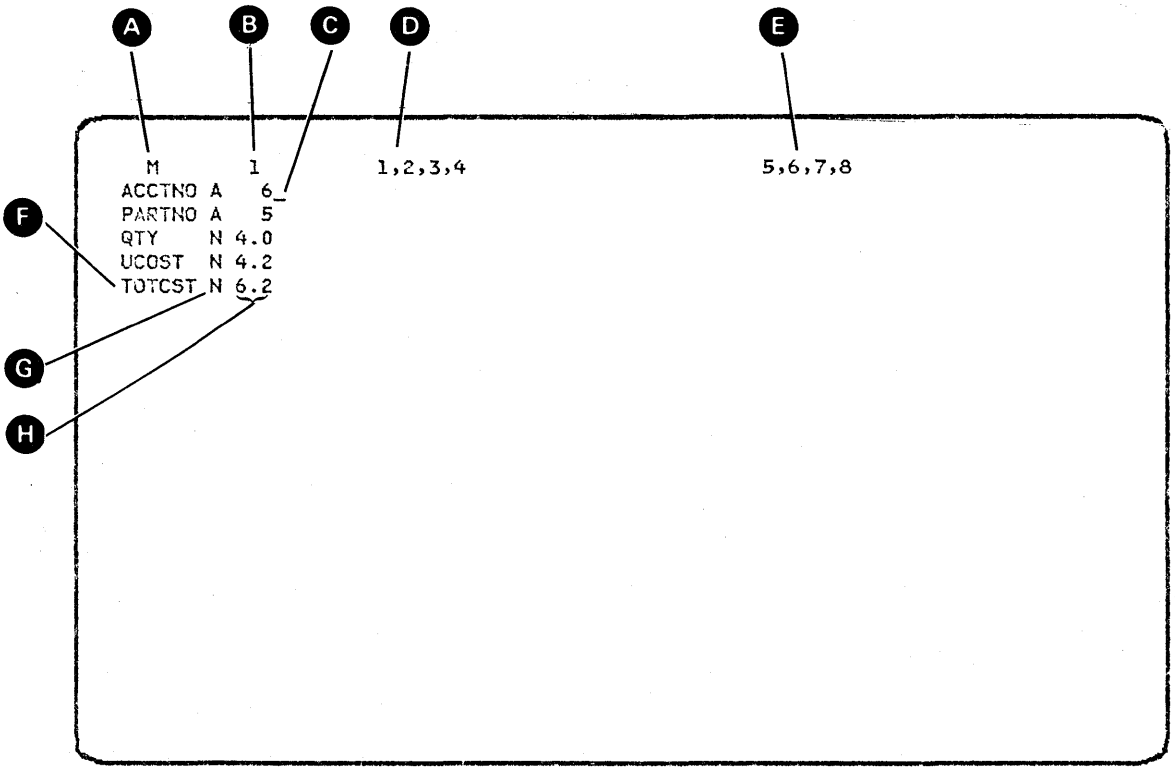

Figure 10-5. Sample Initial Display for a CONSOLE File
For a CONSOLE file, command function keys 1 through 9 and 0 correspond to the record identifying indicators assigned to the record types in the CONSOLE file. Use the appropriate command function key to select the record type for which data is to be entered. (The record types that can be selected are shown in line 1 of the display. See (D) and (E) in Figure 10-5.)
Figure 10-6 shows the command function keys and their corresponding record identifying indicators ((D) and (E) in Figure 10-5) for a CONSOLE file. You can use these keys before or after you enter data for the current display. To use a command function key, you must first press the Cmd key and then press the appropriate digit key.
1. Check that the record identifying indicator on line 1 of the display is correct for the record you will enter (see B in Figure 10-5). If not, press the appropriate command key to select the correct record type (see D in Figure 10-5).
The leftmost heading on line 2 of the display names the first field to enter. The field name is followed by a designation of the field type and the field length (see Figure 10-5). The cursor indicates the first position in which to enter data.
After you have entered the last field for the record, you can enter the record and select a new format by pressing the appropriate command key for the next record to be entered (see E in Figure 10-5). or enter the record only and retain the same format by pressing the Enter/Rec Adv key. You are prompted for the first field in the next record. If you have more records to enter, return to Step 1. If no more records are to be entered, go to Step 3.